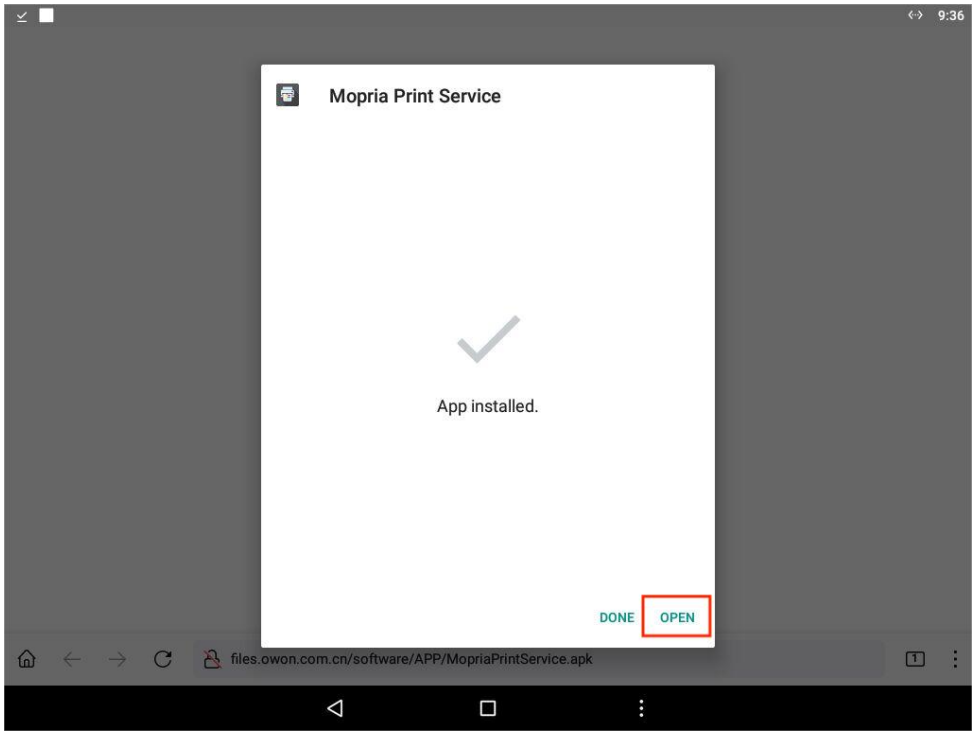

Figure 5
⑤After install success,click open can open print app.As shown in Figure 5.